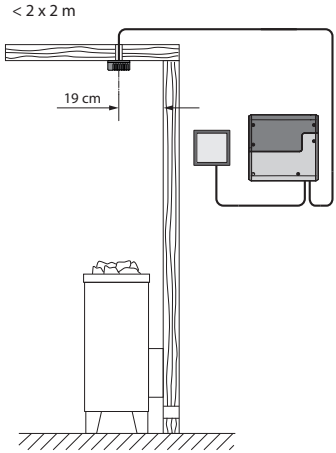
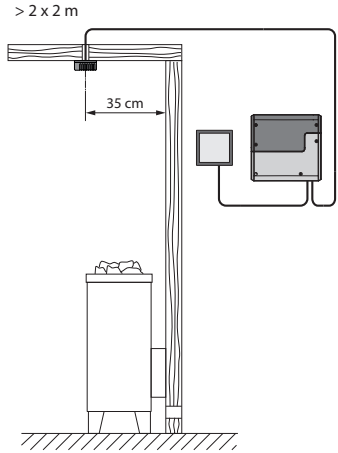

Abb. 13
Abb. 14
1. Der Ofenfühler wird in Kabinen bis zu der Größe von 2 x 2 m gemäß Abb. 13 montiert, in größeren Kabinen gemäß Abb. 14 montiert.